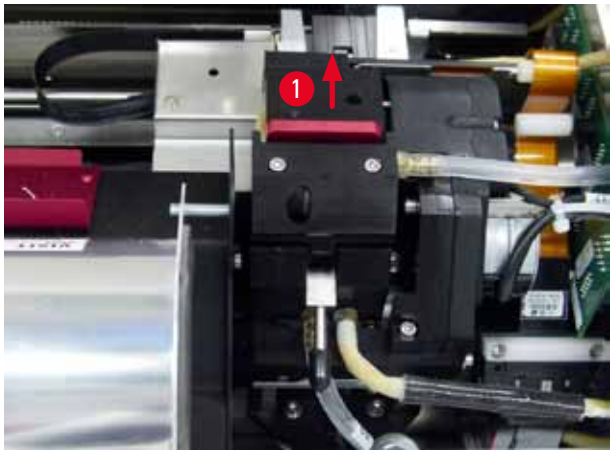

Afb. 49
2. De printkop (→ "Afb. 49-1") gaat naar boven tot ca. 1 cm van de afdichtlip (→ "Afb. 49").